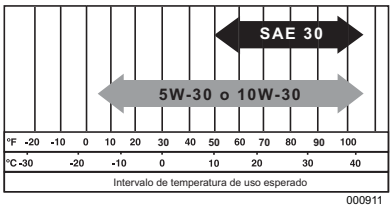

Figura 2-2. Aceite recomendado
4. Vea la ***Figura 2-2***. Añada el aceite de motor recomendado hasta el fondo del orificio de llenado (A).
Vea la ***Figura 2-2***. El clima determina la viscosidad apropiada del aceite de motor.